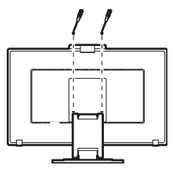

**Figure S.2**
4. Remove 2 bottom screws first (**Figure S.2**).